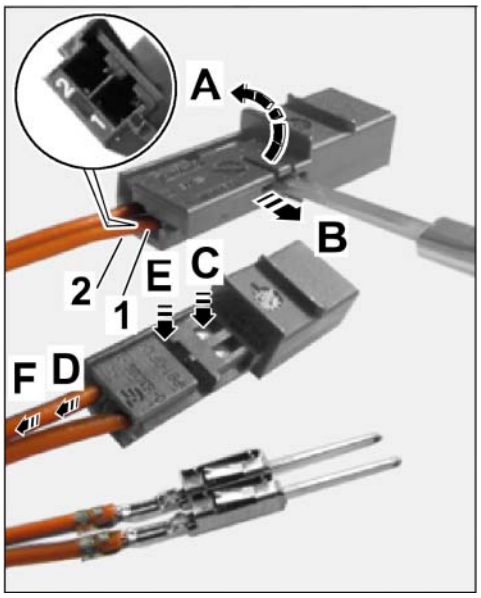

Figure 13
- Release (2-pin) connector housing for CAN bus (⇒ *Figure 13* **-A and B-**).
- Press lightly on retaining spring on the pin contact (⇒ *Figure 13* **-C-**) and pull line with pin contact out of the connector housing slightly at the same time (⇒ *Figure 13* **-D-**).
- You may have to do this a second time because of the housing bar (⇒ *Figure 13* **-E and F-**).